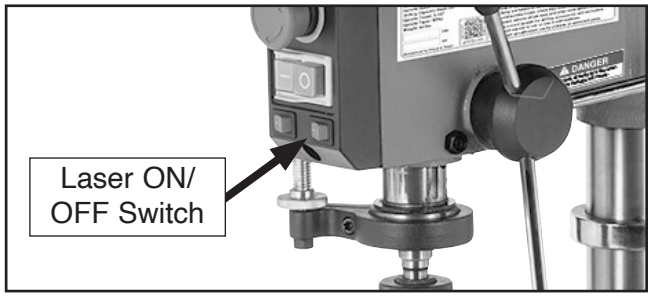

**Figure 33.** Location of laser ON/OFF switch.
6. Connect drill press to power. Turn laser ***ON*** using switch on front of drill press (see **Figure 33**).